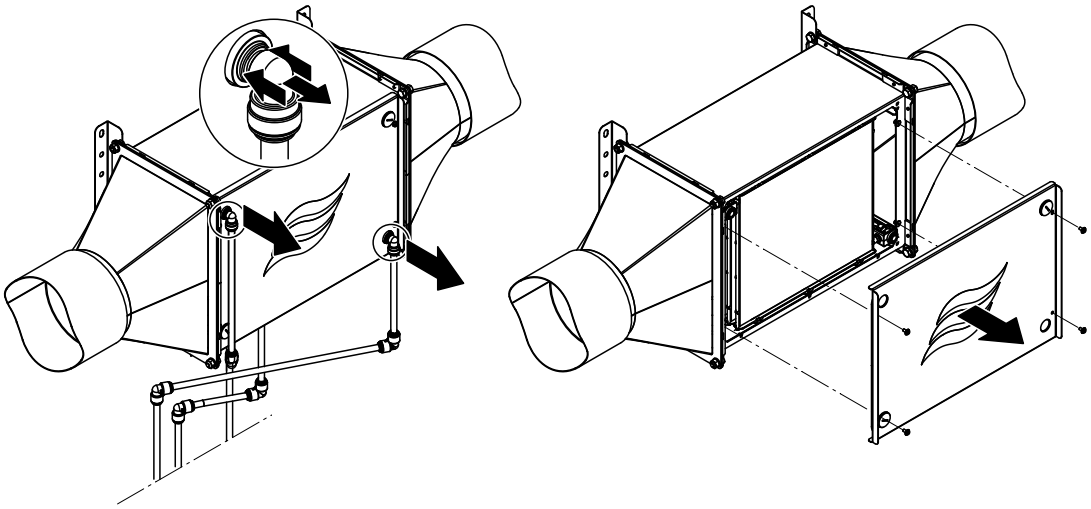

Abb. 26: Befeuchtereinheit öffnen
4. Ziehen Sie den Vorlauf- und die Rücklaufschlauch von den Anschlüssen am Befeuchtergehäuse ab. Dazu den Sicherungsring am Anschluss eindrücken und gleichzeitig den Winkelverbinder abziehen (siehe *Detail in Abb. 26*). Benutzen Sie zum Entriegeln des Sicherungsrings den mitgelieferten John Guest Schlüssel.